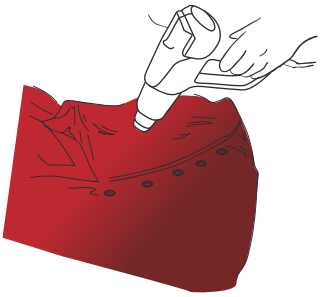

Figure 19
- Puis chauffer à nouveau chaque rivet à 80 °C - 90 °C. (FIG. 19)